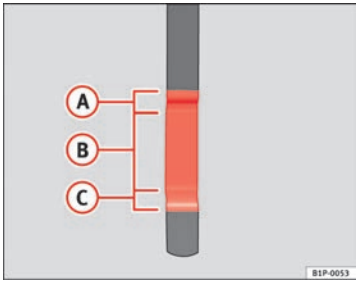

Fig. 145 Engine oil dipstick.
– Then pull it out once more and check the oil level ⇒ page 219, fig. 145. Top up with engine oil if necessary.